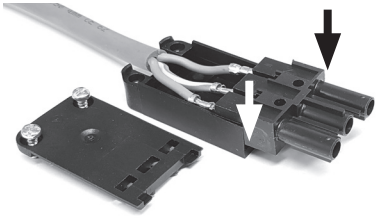

**Рис. 11**
2. Плотно вдавить среднюю часть в нижнюю часть до упора. Обратите внимание на правильное положение средней части! Смотри Рис. 11.